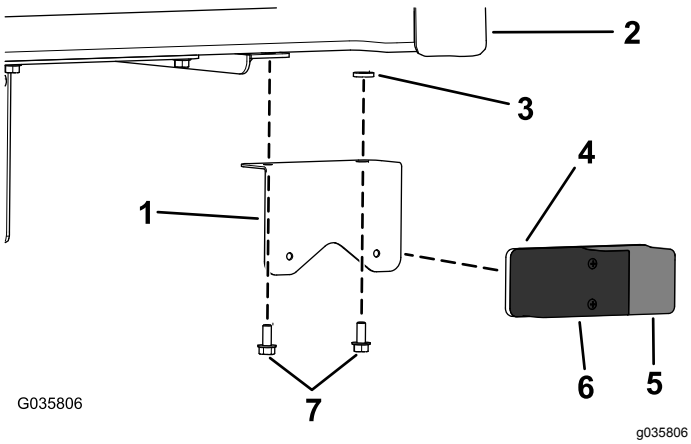

Figur 1
2. Monter det bageste bremse-/signallys i bunden af ladet og ladstøtteanordningen ved hjælp af beslaget, 2 sekskantskruer (5/16" x ¾") og 2 afstandsbøsninger (5/16") som vist i Figur 1.
Bemærk: Sørg for, at det røde lygteglas (bremselys) placeres på indersiden, og det gule lygteglas (signallys) placeres på ydersiden (Figur 1).